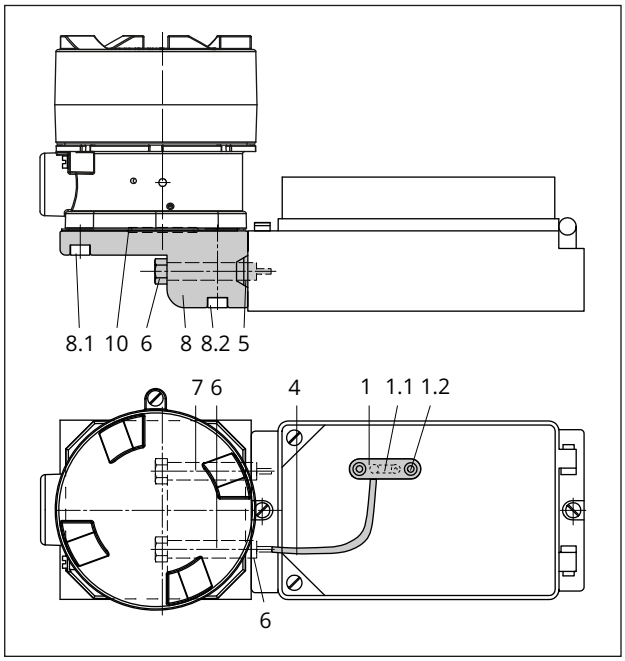
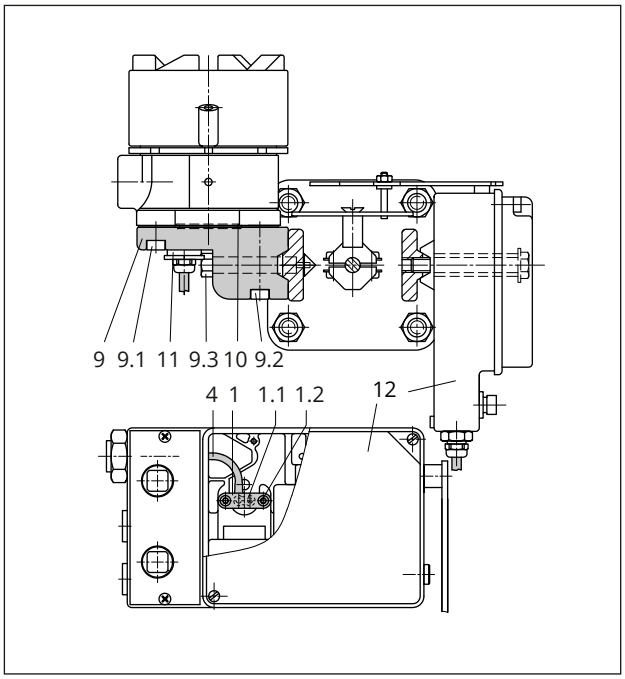
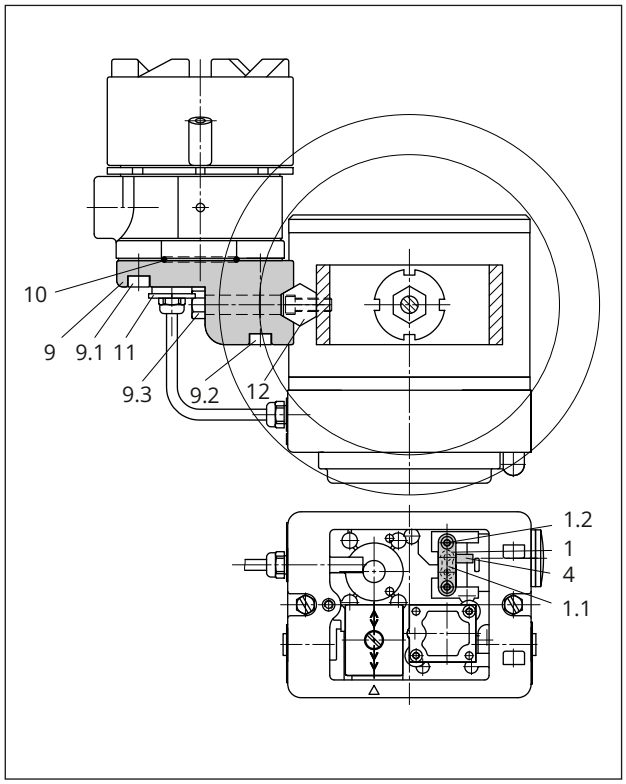

**Fig. 15:** *Direct attachment to Type 3766 Positioner*
**Fig. 16:** *NAMUR attachment to valve with Type 4765 Positioner*
**Fig. 17:** *Attachment to micro-flow valve with Type 3760 Positioner · Positioner open*
For direct attachment to the Type 3766-000 Positioner (see Fig. 15), the converter is connected using the hollow screw with grommet (6) and threaded bushing (5). The second screw (7) is used to vent the converter over the positioner housing. Before attaching the connecting piece (8) to the positioner, remove the M20 screw plug and the connecting nipple (input signal).
Type 4765 and Type 3760 Positioners (see Fig. 16 and Fig. 17): The ⅛ NPT threaded connection of the connecting piece (9) needs to be fitted with a suitable cable gland and must be connected to the input connection (input signal 27) of the positioner using a pipe or hose.
Plug on silicone hose (4, see Fig. 15 and Fig. 16).
Place on cap (4, see Fig. 17).